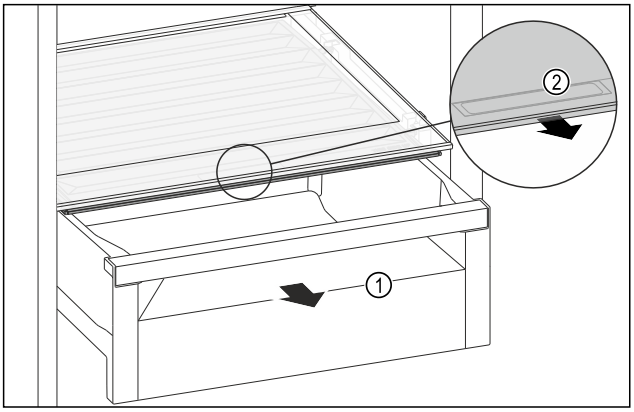

Fig. 111
▶ Extrageți sertarul *Fig. 111 (1)*.
▶ Prindeți mânerul încastrat *Fig. 111 (2)* de la capacul compartimentului și trageți concomitent capacul compartimentului spre partea frontală.